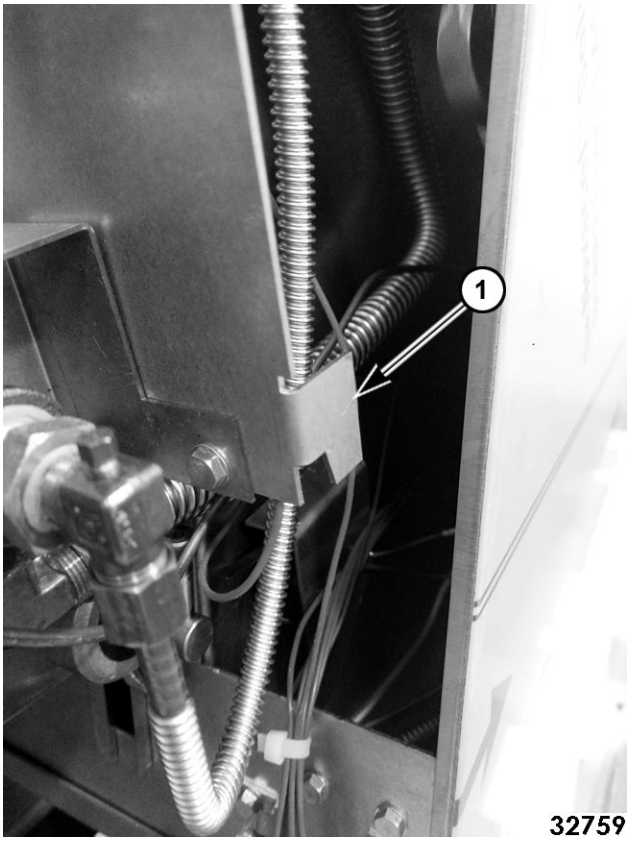

**Fig. 35**
6. Lift up gas mount bracket to release hook (1, Fig. 35) off inner tab (1, Fig. 35). Pull out pilot safety valve and temperature control bracket assembly from oven.